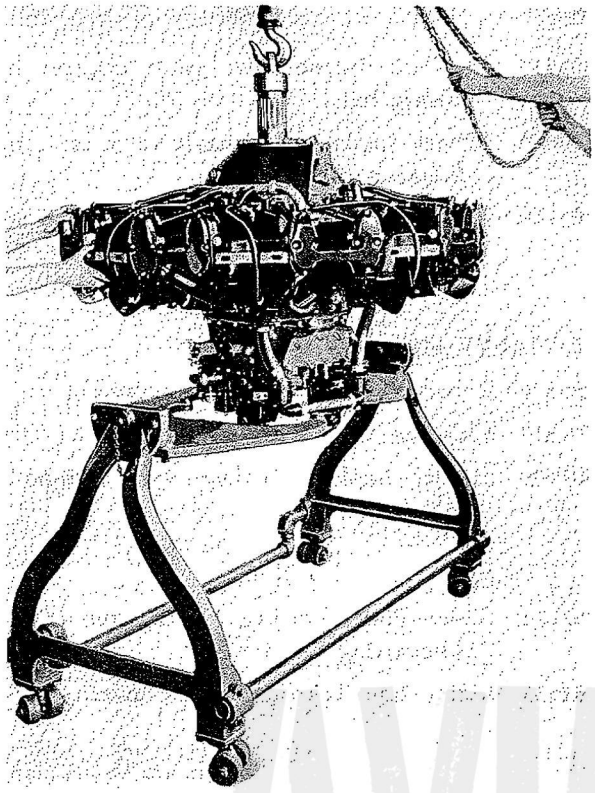

Figure 39—Mounting Engine on Disassembly Stand
b. Move a revolving cradle type engine assembly and disassembly stand (consisting of base, Tool No. 83678, and mounting plate, Tool No. 83679) directly under the engine. Turn the mounting plate to receive the engine in a front-end-up position, and lock the mounting plate in that position. Lower the engine onto the stand so that the carburetor is located in the center of the cutaway portion of the mounting plate. Refer to Figure 39. Attach the engine securely to the mounting plate using five nuts and bolts through the mounting lug holes in the supercharger front housing.